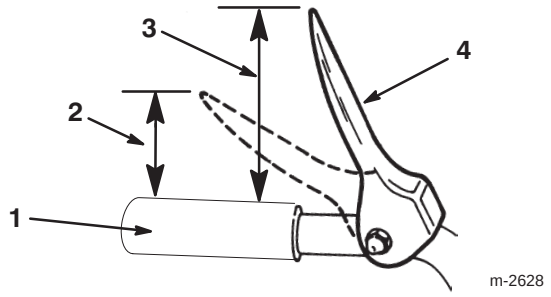

Figure 12
5. Check the distance between the top of the handgrip and the bottom of the auger/impeller drive control lever. The distance should be approximately four inches (10.2 centimeters) as shown in Figure 12.
Note: The amount of force needed to compress the lever increases noticeably when you remove the slack from the auger/impeller drive belt (approximately one-half of the lever movement). The adjustment is correct when the force *begins* to increase and the distance between the top of the handgrip and the bottom of the auger/impeller drive control lever is two inches (five centimeters) as shown in Figure 12.